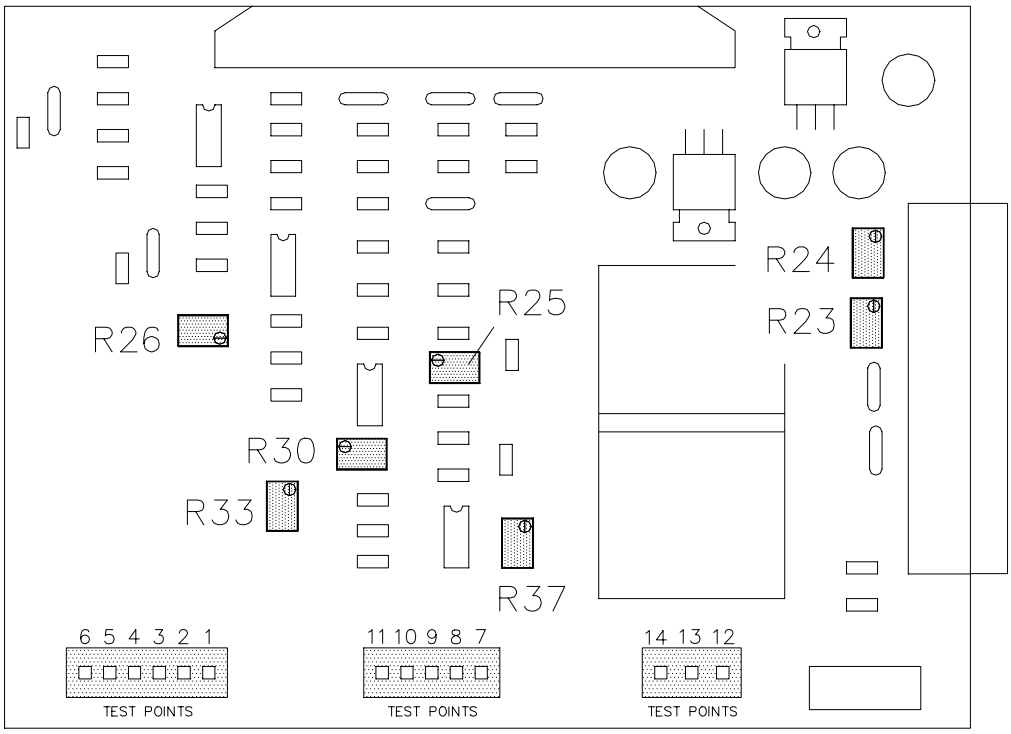

Figure 5-19 System Status Monitor Analog Interface Board
3. Connect the DVM between test points TP8(+) and TP14(GND) of the Analog Interface Board (see Figure 5-19) inside the SSM chassis.
2. Connect the DVM between test points TP8(+) and TP14(GND) on the SSM Analog Interface Board (see Figure 5-19).